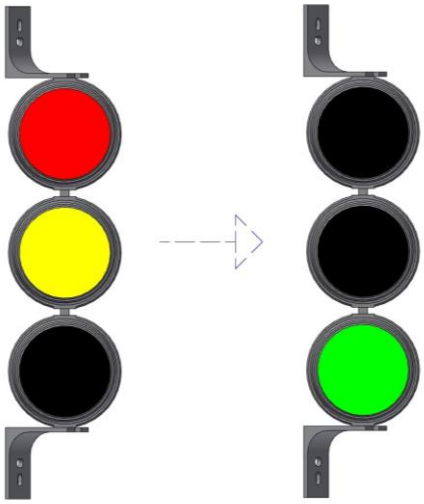

Rysunek 23
D. Gdy lampy o kolorze **żółtym i czerwonym zgasną**, zapali się **lampa o kolorze zielonym** wjedź pod dysze urządzenia – patrz Rysunek 23 poniżej. Powietrze wydobywające się z dysz zacznie zdmuchiwać śnieg z dachu pojazdu. **Jedź możliwie wolno**, aby zwiększyć skuteczność zdmuchiwania**. Jeżeli jest to możliwe stawaj i ruszaj, aby dokładniej oczyścić dach.**